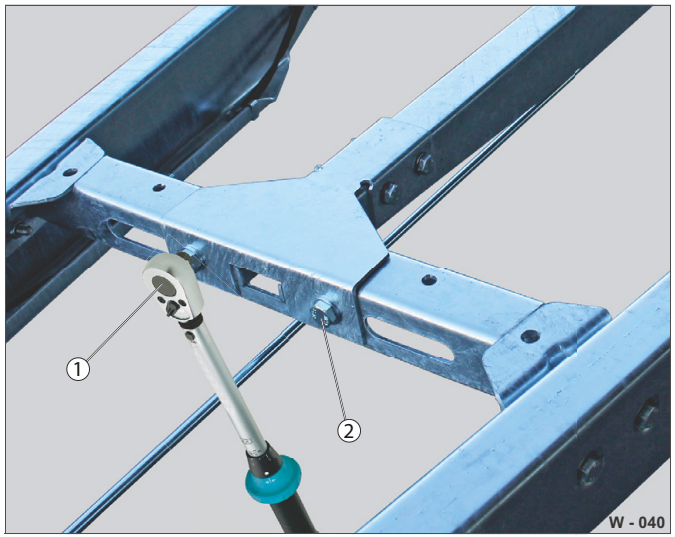

Abb. 5 Dotažení šroubových spojů
- ▶ Pro dotažení šroubových spojů (Abb. 5/2) použijte kalibrovaný momentový klíč (Abb. 5/1).